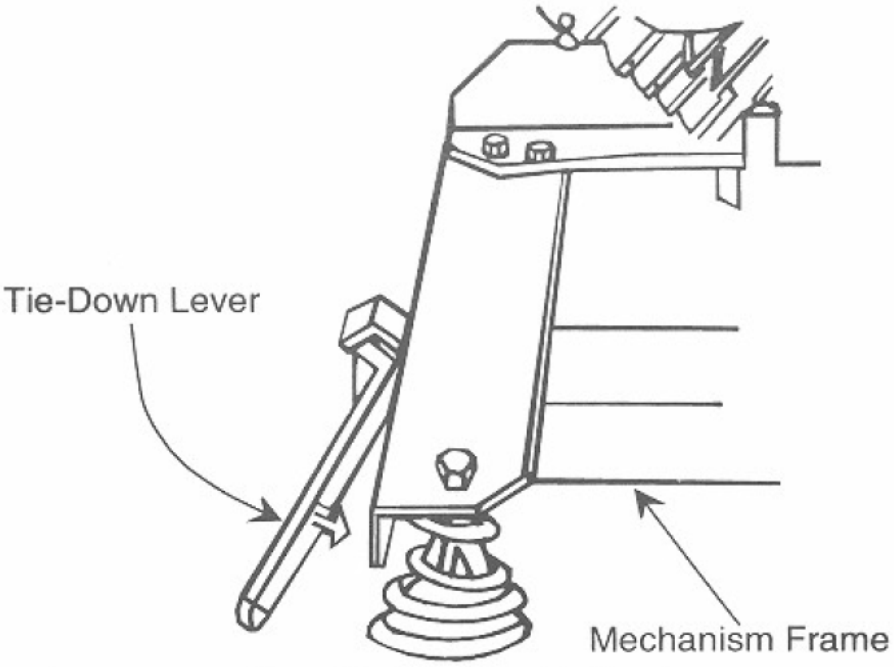

Figure 1-4. CD Changer Tie-Down Levers
2. Remove the shipping tape from the front ends of the mechanism tie-down levers on the side of the mechanism frame *(See Figure 1-4).*